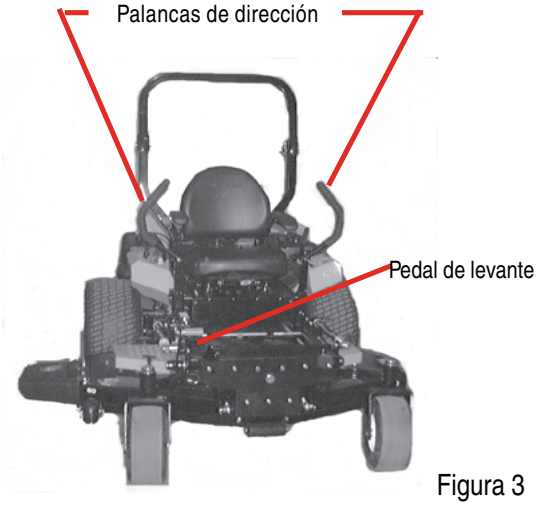

Figura 3
3. **Palancas de dirección derecha e izquierda:** (Vea Figura 3.) Estas palancas articuladas se abren hacia los lados en cualquier posición para permitir que el operador se siente o deje el asiento del cortacésped. El operador, cuando está sentado, puede alzar las palancas hacia arriba en la posición de operación, a una distancia confortable de antebrazo. Estas palancas controlan todos los movimientos del cortacésped. Empujando ambas palancas hacia adelante hará con que el cortacésped se mueva hacia adelante. Jalando ambas palancas hacia atrás hará con que el cortacésped retroceda. Empujando una de las palancas adelante de la otra hará con que la tracción de la rueda de dicho lado gire más rápido que la otra tracción de la rueda, haciendo que el cortacésped de vuelta hacia el lado en que la palanca está atrás de la otra. Cuando una palanca es empujada hacia adelante y la otra palanca es jalada hacia atrás en la misma proporción, la tracción de una rueda girará al revés y el cortacésped girará dentro de su propio largo.
6. **Pedal de levante:** (Vea Figura 3.) Situada en la esquina derecha delatera de la plataforma del cortacésped. Se proporciona un mecanismo de dos pedales, donde un pedal (primero) es usado para levantar, sostener el implemento momentáneamente a la altura deseada (si fuera necesario) y para ajustarlo en la posición de transporte o máxima altura. Se utiliza un segundo pedal para desacoplar el mecanismo del ajuste de transporte o máxima altura, para bajar o momentáneamente sostener el implemento a una altura deseada. Los pedales puede también ser usados en conjunto cuando la parte superior del pie activa el primer pedal para alzar el implemento, y la porción inferior del pie (taco) activa el segundo pedal para liberar el acoplamiento. Esto proporciona una operación manos libre con la excepción de cuando se requiere cambiar la altura del implemento. Para el cambio de la altura del implemento, se requiere por lo menos de una mano para reajustar las horquillas que proporcionan los incrementos de altura de corte de 1/4".